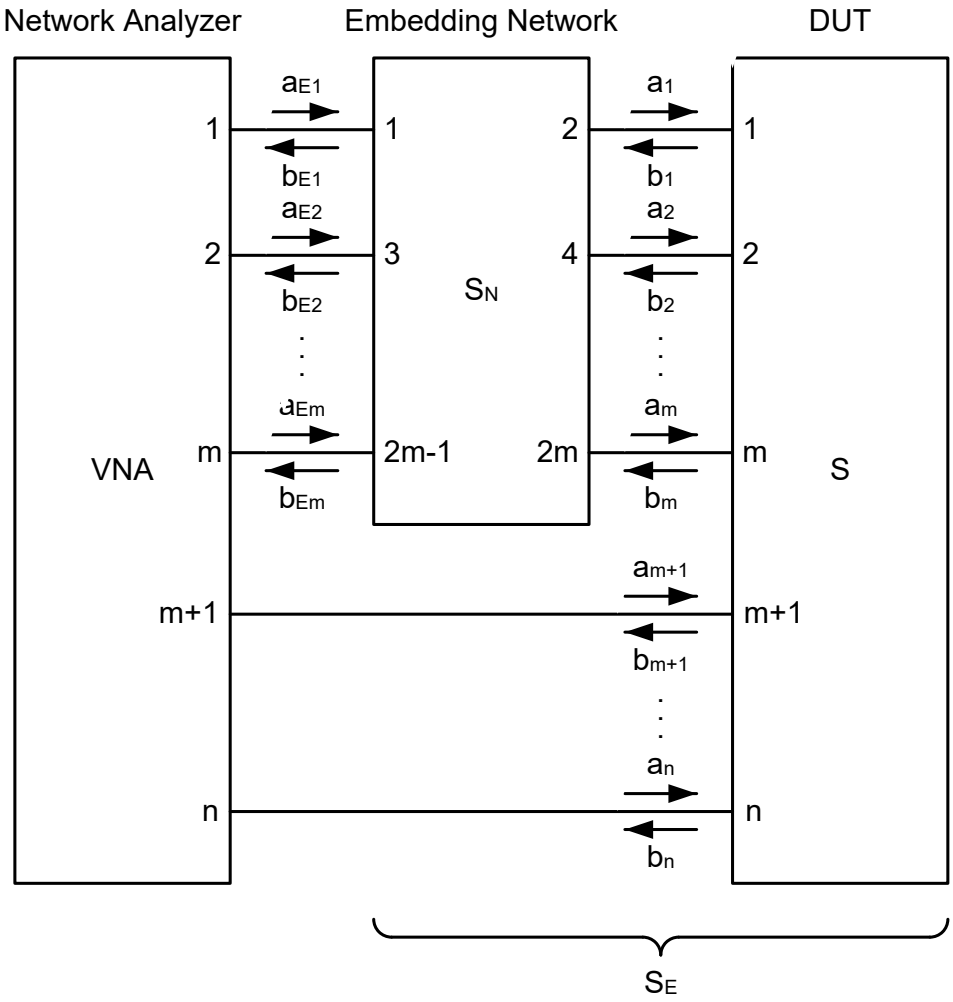

Figure 9-4: Port Set De-/Embedding
- In case the port number conventions of the loaded Touchstone file differ from the numbering scheme depicted in Figure 9-4, it is possible to "Switch Gates". The analyzer interchanges the port numbers when loading the file.